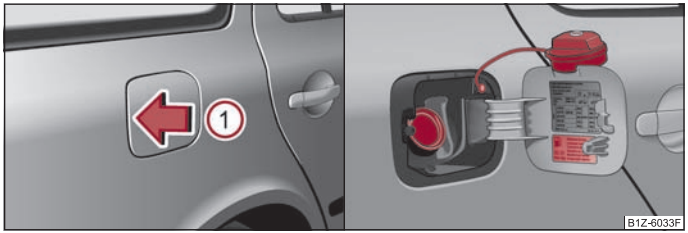

Fig. 11 Côté arrière droit du véhicule: Trappe du réservoir ouverte/Trappe avec bouchon dévissé
- Pour déverrouiller la trappe du réservoir, poussez la manette qui se trouve dessus dans le sens de la flèche (1) ⇒ fig. 11.
- Dévissez le bouchon en le faisant tourner vers la gauche et posez-le en haut sur la trappe du réservoir ⇒ fig. 11 - à droite.